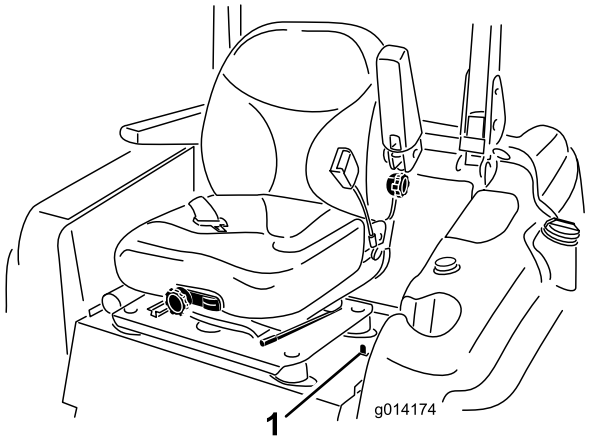

Figura 1
4. Mova o trinco do banco, localizado no lado esquerdo do banco, para trás para soltar o banco e empurre para a frente na parte superior do banco até que o trinco do banco engate na placa de suporte do banco (Figura 1).